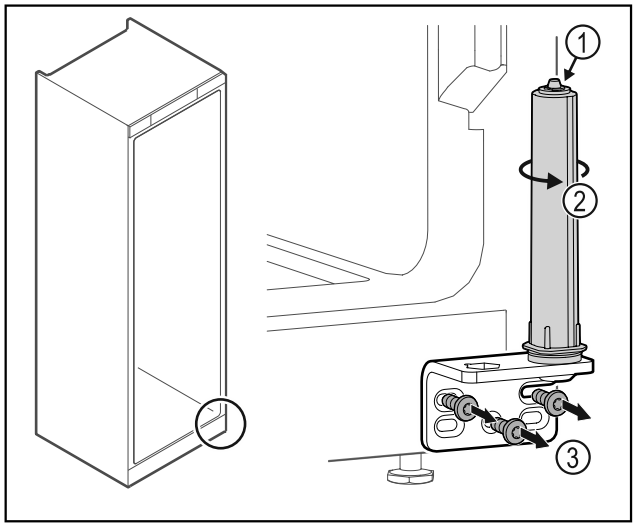

Fig. 32
▶ Ne pas désassembler le système de fermeture de la porte *Fig. 32 (1)*.
▶ Tourner le système de fermeture *Fig. 32 (2)* jusqu'à entendre un clic.
▶ Dévisser l'équerre de la charnière *Fig. 32 (3)*.